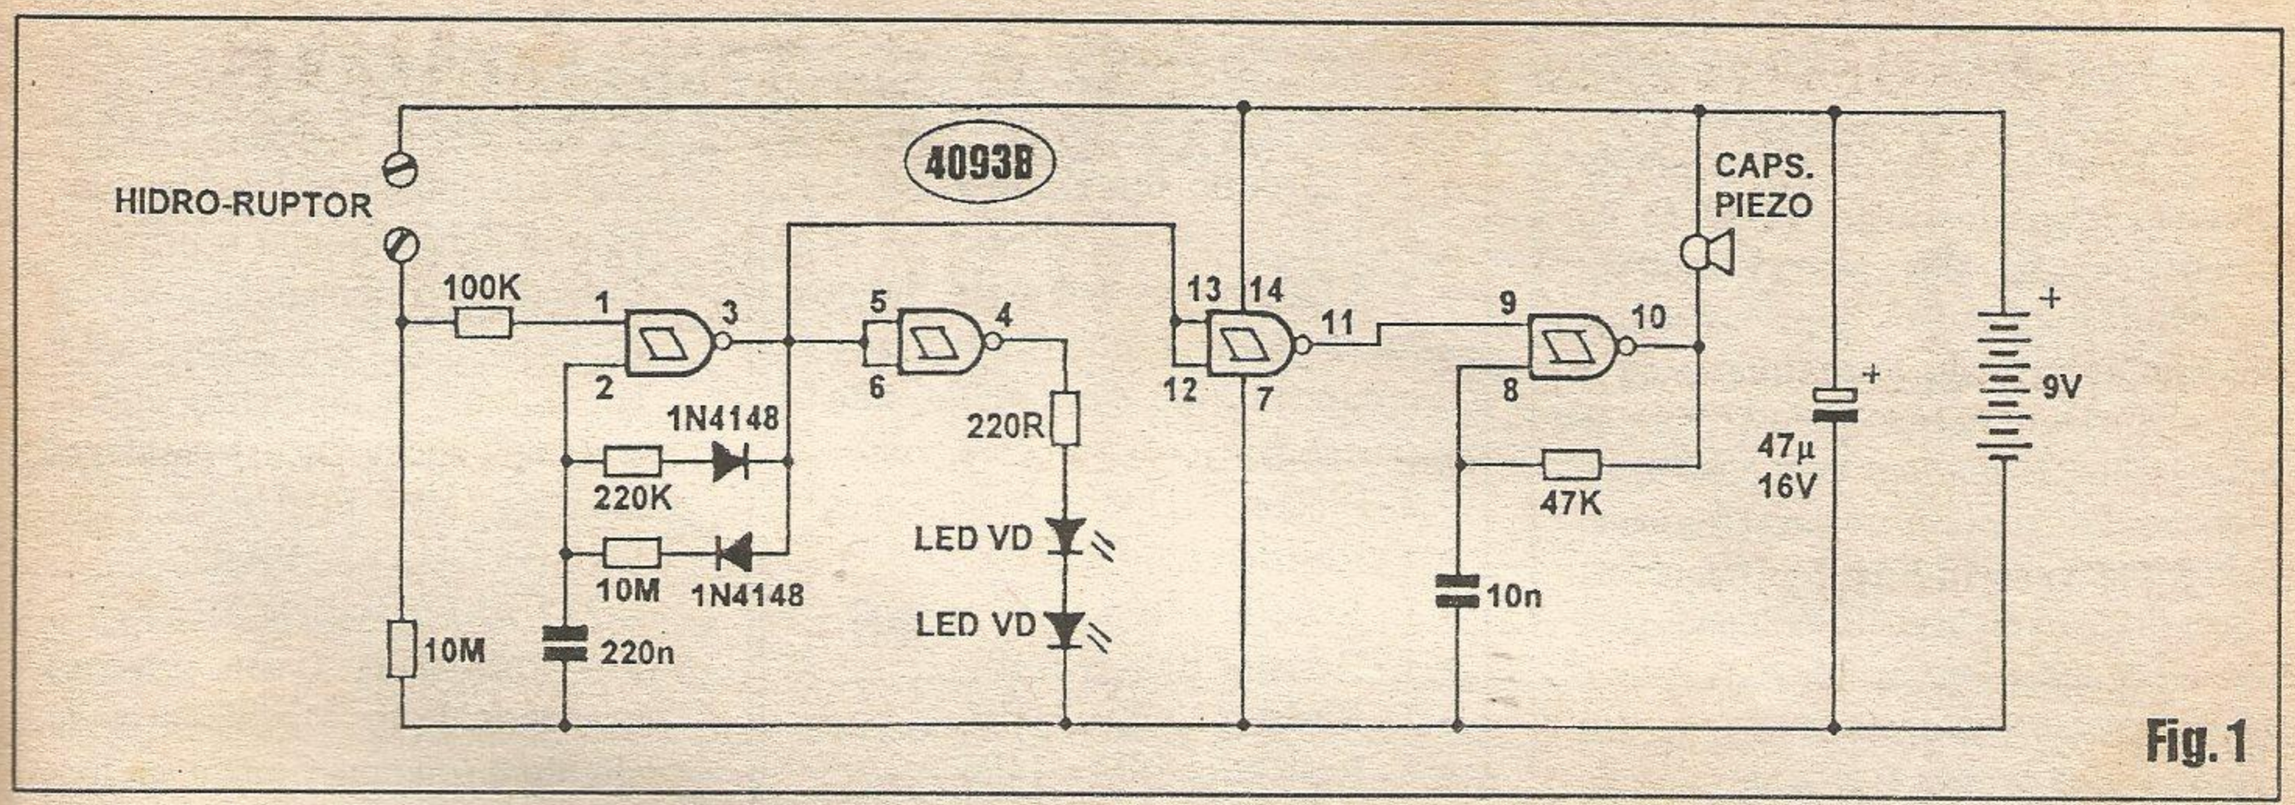

Fig. 1
**- FIG. 1 - DIAGRAMA ESQUEMÁTICO DO CIRCUITO -** Os 4 *gates* (tipo *Schmitt Trigger*, *NANDs* de duas entradas cada...) contidos em um único e barato integrado digital C.MOS 4093B, executam todas as funções do circuito, que é bastante simples... O *gate* delimitado pelos pinos **1-2-3** opera em astável de baixa frequência, fortemente *dessimetrizado*, com geração de pulsos determinada pelos resistores de 220K e 10M (mais os dois diodos 1N4148 que isolam entre sí os percursos de *carga/descarga* do capacitor de tempo, 220n...) de modo a gerar a cada ciclo (em torno de 1 segundo...) um período *alto* 45 vezes mais longo do que o semi-ciclo *baixo*... Um segundo *gate* (dos pinos **4-5-6**) é aplicado diretamente à saída do mencionado astável, na função inversora simples, de modo que - na saída deste - tenhamos inverso comportamento: brevíssimos pulsos *altos* (um a cada segundo, aproximadamente...), cerca de 45 vezes mais *estreitos* do que o estado *baixo* presente a cada ciclo da oscilação... Esses brevíssimos pulsos (cerca de 1/45 de segundo de duração...) acionam um par de LEDs acoplados à saída do dito inversor (pino **4**...), dispostos *em série* e com corrente limitada pelo resistor de 220R... Esse conjunto de circunstâncias (pulso ativo brevíssimo, disposição em série dos LEDs e limitação por resistor...) redundam num consumo *médio* de corrente *incrivelmente baixo*, mantendo o dreno do circuito como um todo - em funcionamento pleno - na casa dos 100 a 200 *microampéres* (ou menos de 1,8 *miliwatts* sob os 9 V da alimentação geral...)! Notar ainda que o astável básico, já mencionado, é do tipo que apresenta um terminal de *gatilhamento*, funcionando como *chave eletrônica*, detetando o nível digital de autorização através do pino **1** do integrado, protegido pelo resistor de 100K, e levado a um divisor de tensão pouco usual, no qual o *ramo inferior* é formado pelo resistor de elevado valor - 10M - enquanto que o *lado de cima* apresenta um par de contatos metálicos simples, a serem acionados pela *inserção resistiva* (seguramente em valor *muito* inferior a 10M...) da...*água* entre eles (o que se dá - conforme veremos em detalhes, mais à frente - simplesmente pelo fato de *mergulhar* a **ISCA** no mar, no rio, represa, etc.). Chamamos (muito propriamente, acreditamos...) esse sistema de *chaveamento* pela presença/ausência da água, de *hidro-ruptor*...Assim, enquanto o tal hidro-ruptor estiver *no seco*, a resistência praticamente infinita entre seus contatos determinará a polarização *baixa* da entrada de controle do astável, através do resistor de 10M à linha do **negativo** geral da alimentação... Já com os contatos do hidro-ruptor *"ligados" pela - relativamente baixa - resistência da água*, a situação se inverte: o terminal de controle do astável